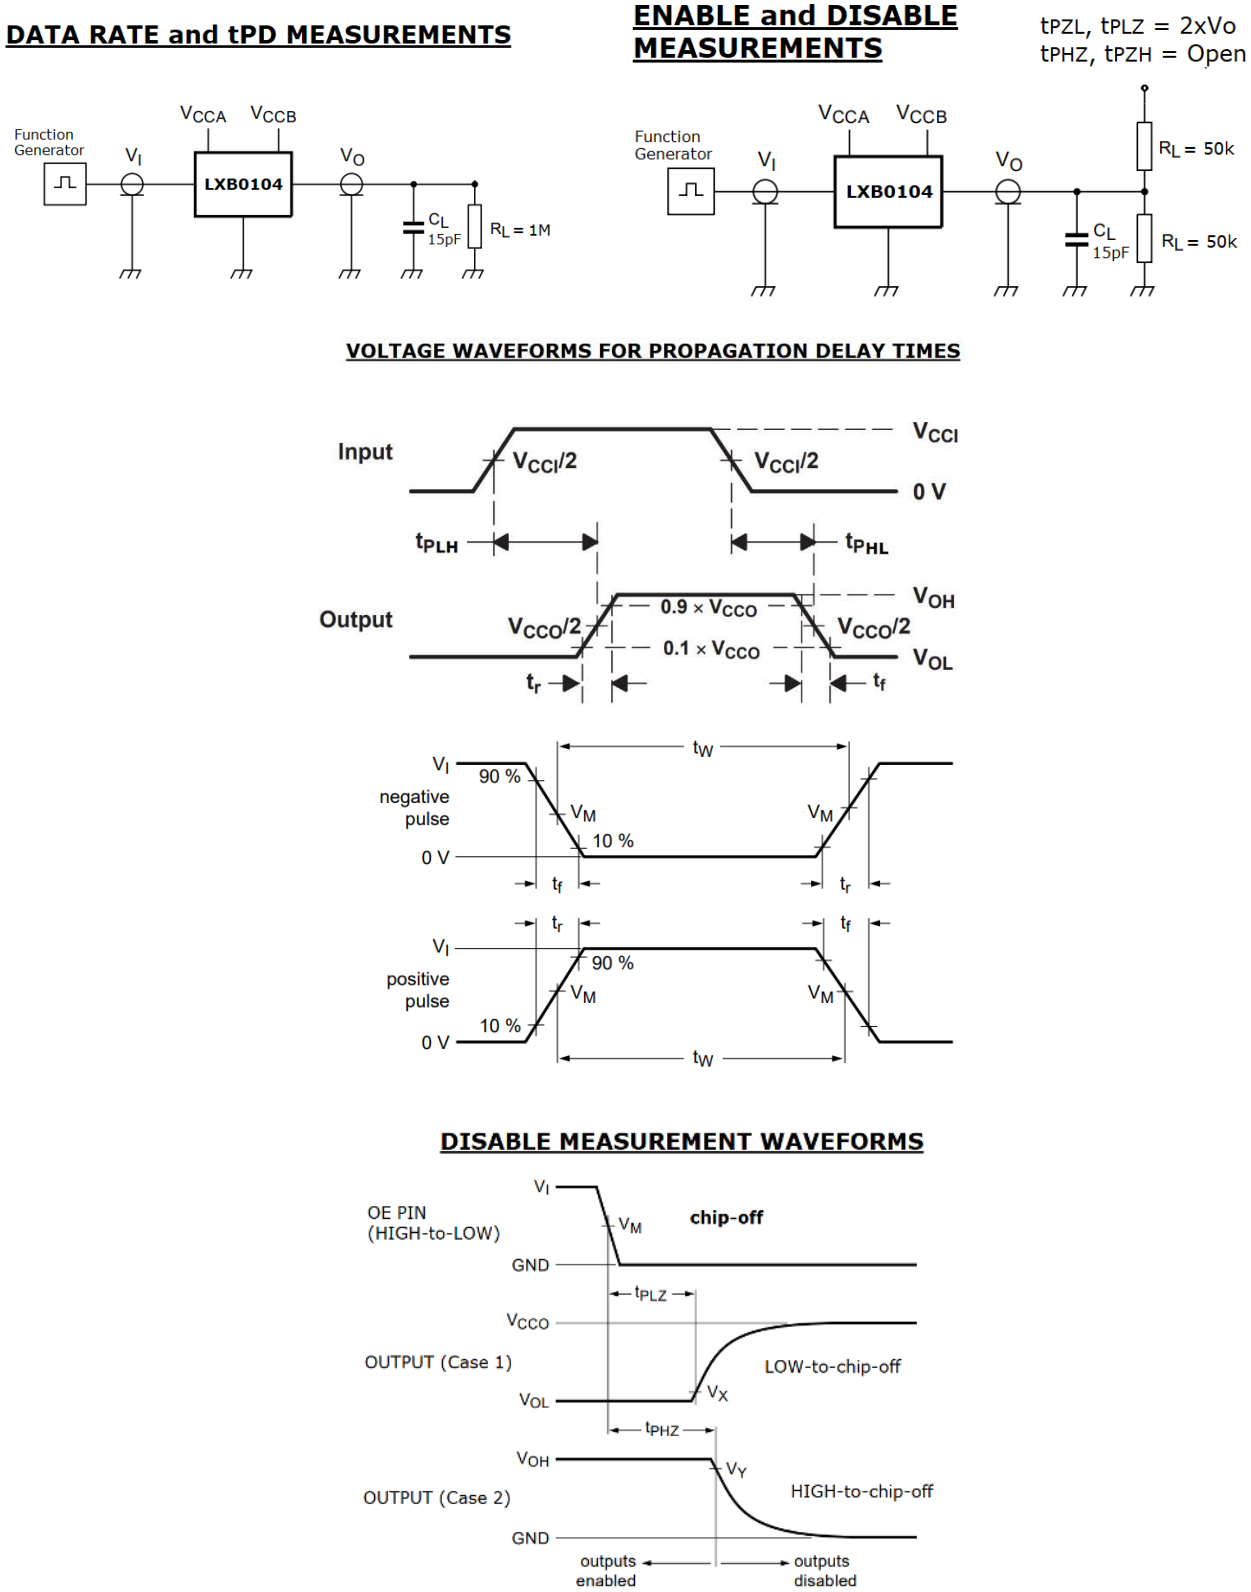

Figure 1. The LXB0104 must be driven at least ±2mA for proper operation.
9. See Figure 1, t_{PD} is the same as t_{PLH} and t_{PHL}; t_{EN} is the same as t_{PZL} and t_{PZH}; t_{DIS} is the same as t_{PLZ} and t_{PHZ}.